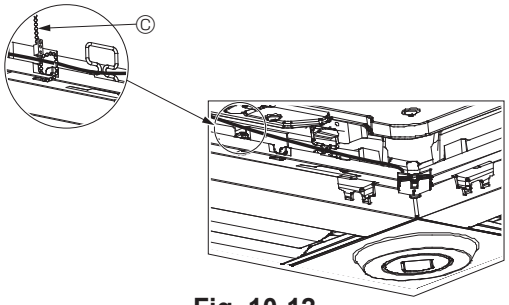

Fig. 10-12
- Sujete los cables del sensor i-See y del receptor de señales en el panel con el remache de la forma mostrada en el diagrama procurando que queden tensos, y luego corte el sobrante en el extremo del remache. (Fig. 10-12)
- Si la posición del sensor i-See ha cambiado de "○" (E) a "□" (F), cambie los ajustes de función. (Véase la página 48.)